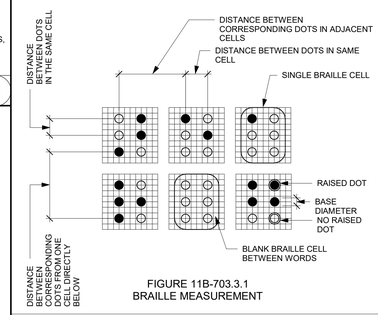

FIGURE 11B-703.3.1
1. THE ISA SYMBOL SHALL COMPLY WITH FIGURE 11B-703.7.2.1